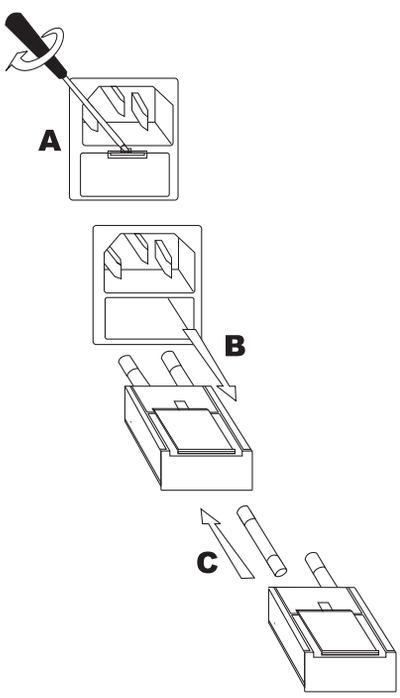

Рис. 9-1 Открывание держателя предохранителя
5. Выньте держатель предохранителя, как показано на Рис. 9-1 "Открывание держателя предохранителя" .